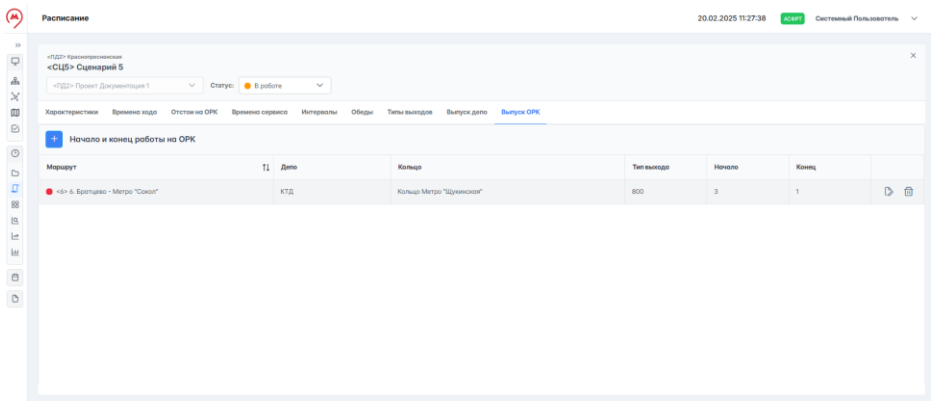

Рисунок 179 – Действия с записью в таблице
8. Нажать на кнопку Сохранить. При успешном выполнении операции в правом нижнем углу отобразится надпись: "Новый выпуск создан", в таблице появится соответствующая запись (рисунок 179).
1. Навести курсор мыши на требуемую запись, отобразятся кнопки с управляющими воздействиями (рисунок 179).